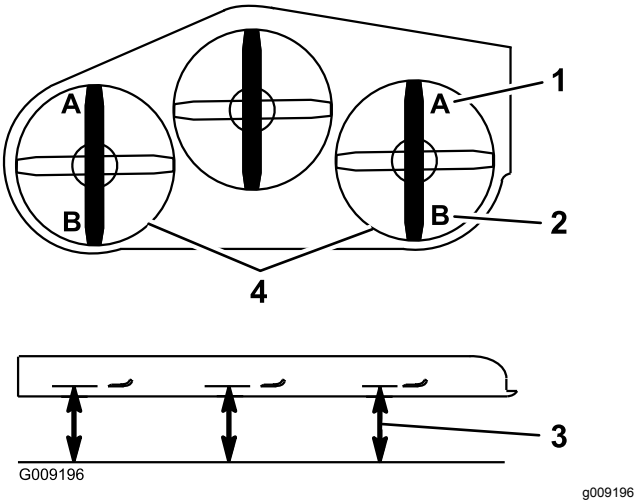

**Figuur 96**
9. Meet aan beide zijden van het maaidek vanaf het horizontale oppervlak tot de voorste punt van het maaimes (punt A); zie Figuur 96.
15. Meet aan beide zijden van het maaidek vanaf het horizontale oppervlak tot de achterste punt van het maaimes (punt B); zie Figuur 96.